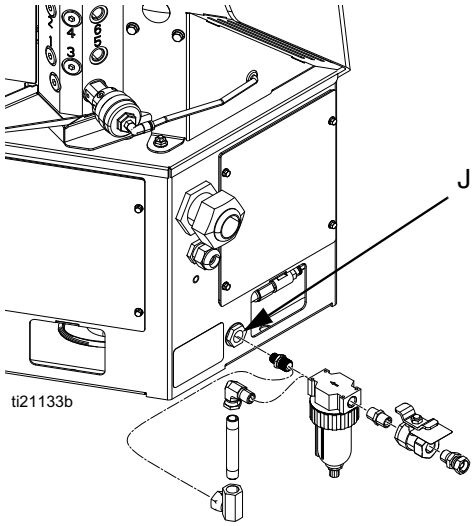

**FIG. 10**
9. Install the supplied air inlet bleeding ball valve and air filter kit (Graco Part No. 24R707) at the 1/4 NPT female system air inlet (J). See FIG. 10.